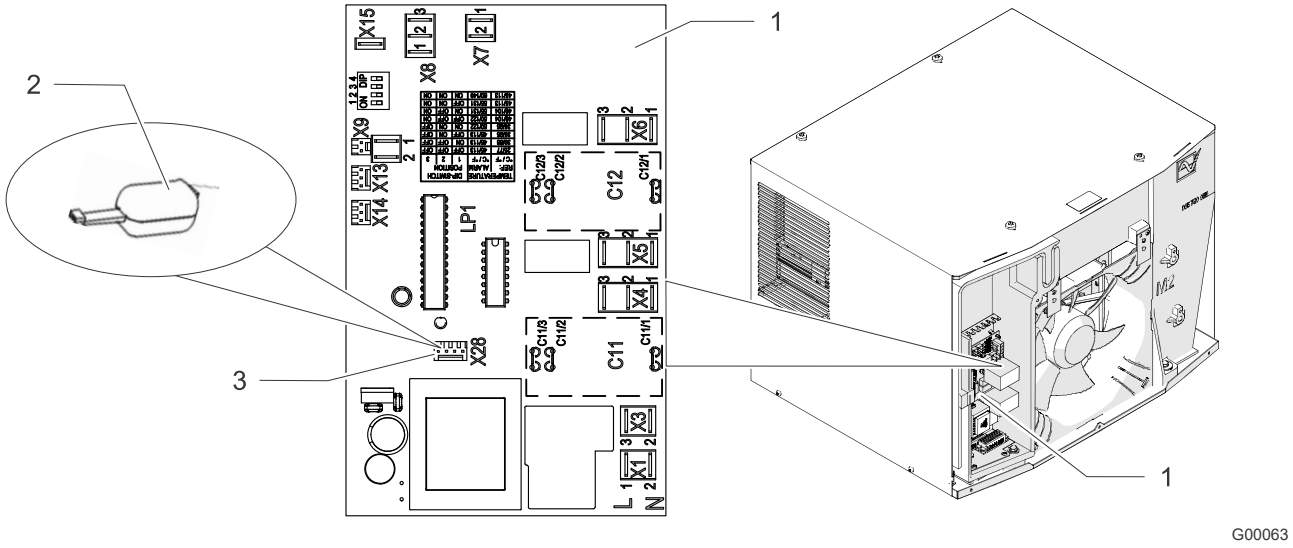

Рис. 28: Сервисный интерфейс
- Присоединение для USB-адаптера (Рис. 28, Поз. 2) отмечено на электрической схеме X28 (Рис. 28, Поз. 3) идентифицирующим обозначением.
1. Снять переднюю панель, см. раздел «Подготовка устройства– снять переднюю панель», Страница 37. Доступна плата контроллера (Рис. 28, Поз. 1) с сервисным интерфейсом X28 (Рис. 28, Поз. 3).
2. Подключить USB-адаптер (Рис. 28, Поз. 2) к сервисному интерфейсу X28.